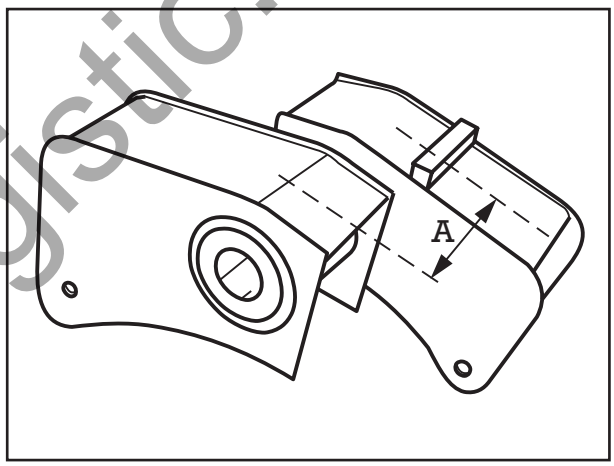

Рис. 11
(21) В балансирах со смещением A в 122 мм (рис. 11) вдавить с каждой стороны по одной резиново-стальной втулке снаружи так, чтобы они были заподлицо.